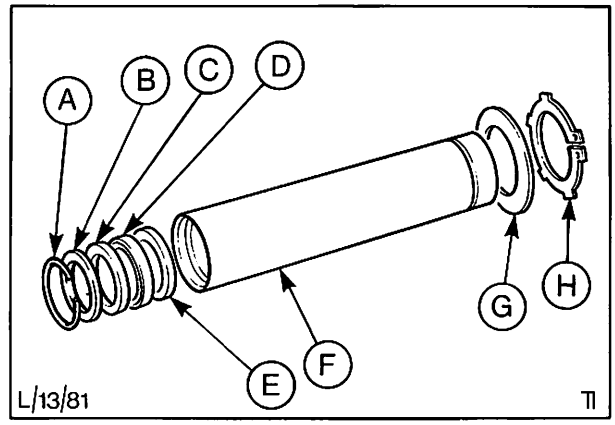

Abb. 33 Einbaufolge der Dichtungen und Sprengringe
20. In folgender Reihenfolge die Dichtungen und Scheiben des Innenrohres von der verzahnten Seite her auf die Zahnstange aufziehen: Sprengring, Scheibe, Dichtung mit Nut, Flachdichtung und Scheibe, Abb. 33.